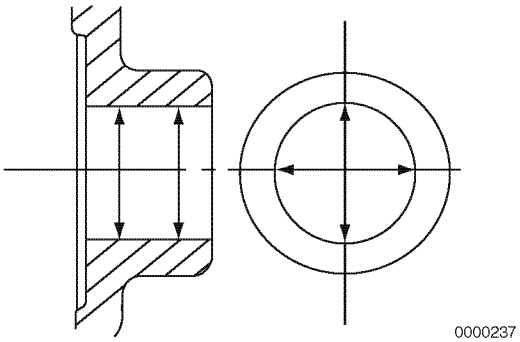

Figure 6-115
6. Measure the diameter of the wrist pin bore on both sides of the piston **(Figure 6-115)**. *See Piston on page 6-16 for specifications.* Record the measurements.